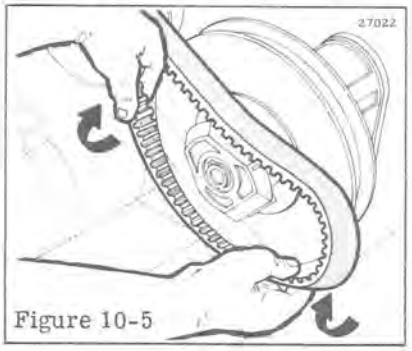

Figure 10-5
f. Work belt out from under bottom of sheave and between steering column and end cap, Figure 10-5.